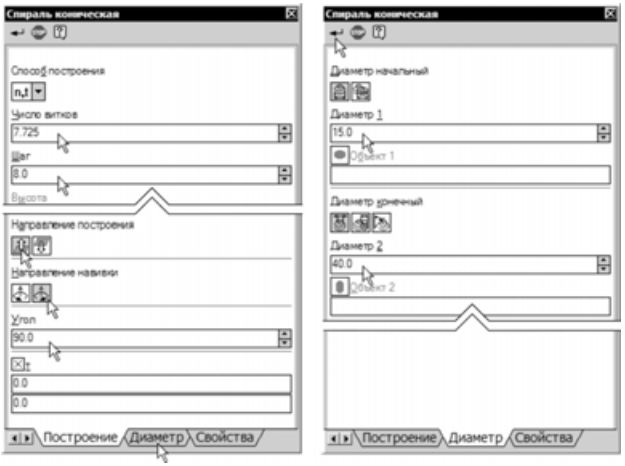

Рис. 8.16
- На панели свойств задайте параметры спирали (рис. 8.16) и нажмите кнопку **Создать объект**.